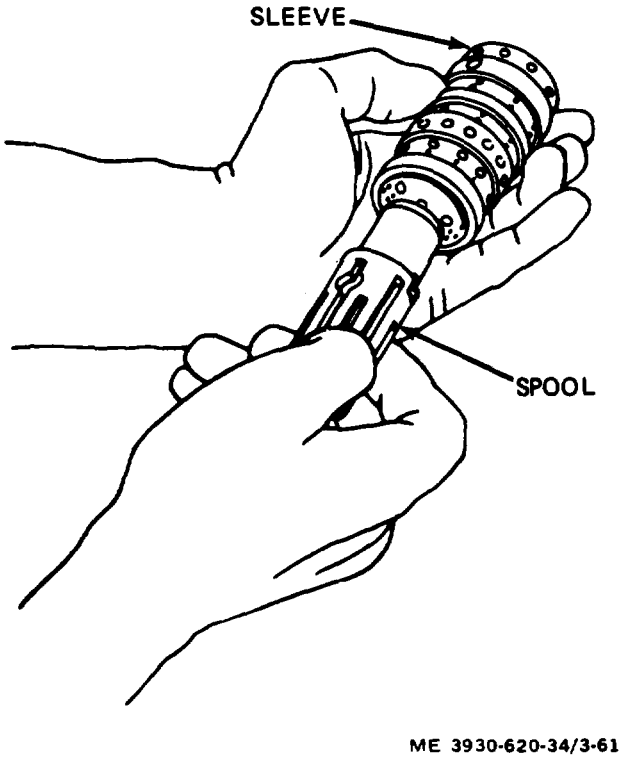

Figure 3-61. Spool being installed in sleeve.
(7) Test check ball action by pushing ball against the spring force using a small clean pin.
(8) Carefully install spool within the sleeve. (fig. 3-61.)
(9) Insure that spring slots of both parts are located at the same end.
(10) Carefully rotate spool while sliding parts together.